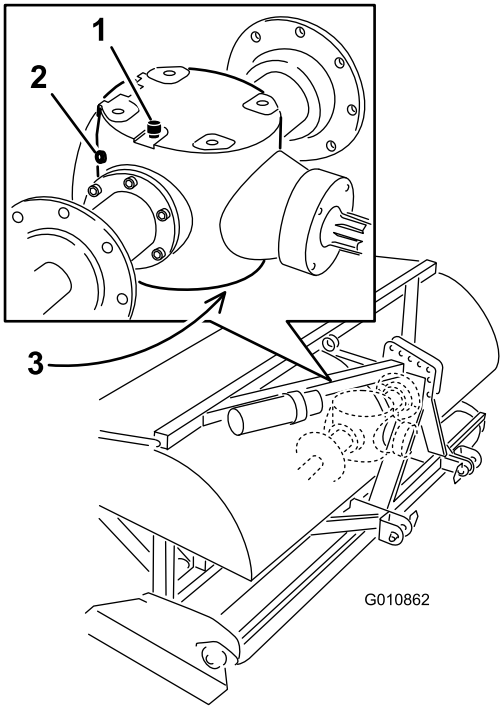

Figur 45
2. Ta kontrollpluggen ut av girkassen (Figur 45).
3. Kontroller at oljen når opp til bunnen av girkassens kontrollplugghull (Figur 45).
1. Fjern rusk fra ventilasjons-/påfyllingspluggen, og tøm pluggen for å unngå forurensing (Figur 45).